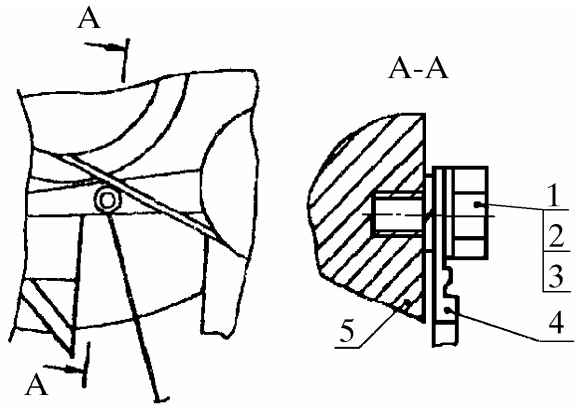

Рис. 5. Отсоединение провода “-” от блока цилиндров:
4.4.2. Вывинтить болт 1 (рис. 5) из отверстия в блоке цилиндров и снять его с шайбами 2, 3 и наконечником провода 4